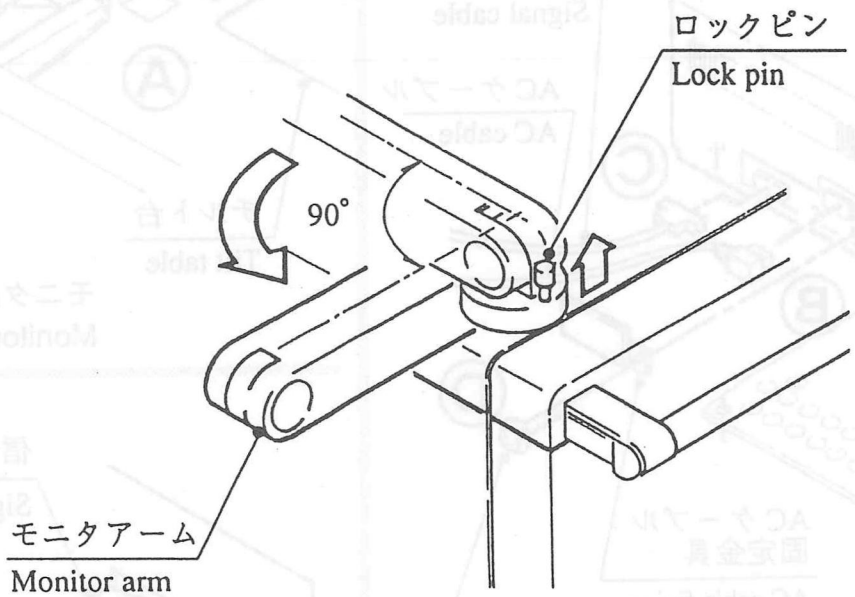

図1 Fig.1
(1) ロックピンを、上に引き上げ、モニタアームを、本体に対し90° の位置にする。(図1参照 )
(1) Pull up the lock pin and place the monitor arm at 90° to the body member. (See Fig. 1 )